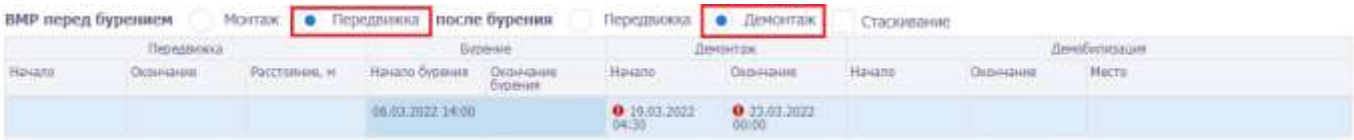

Рис. 3.31
6) Если в блоке «ВМР перед бурением» стоит переключатель «Передвижка», а в блоке «ВМР после бурения» стоит переключатель «Демонтаж», то в таблице отображаются области (рис. 3.31):